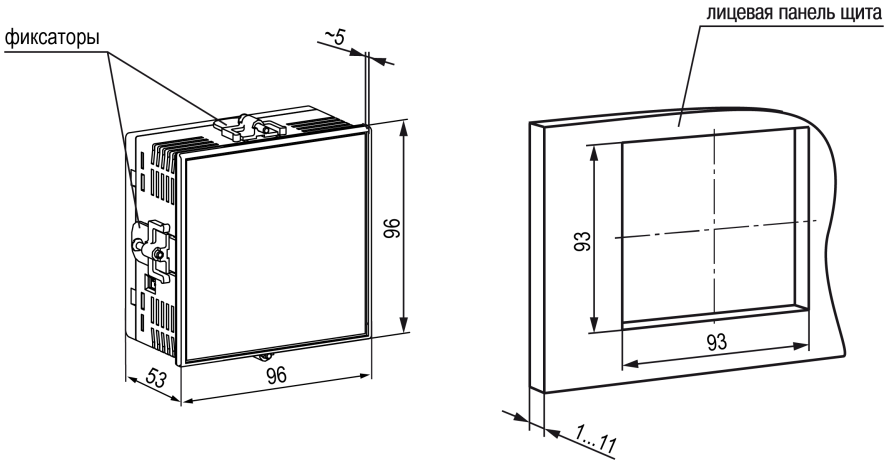

**Рисунок 4.2 – Габаритные размеры корпуса Щ1 и монтажного отверстия в щите**
1. Подготовить в щите управления монтажный вырез для установки прибора с помощью шаблона из комплекта поставки (см. рисунок 4.2).